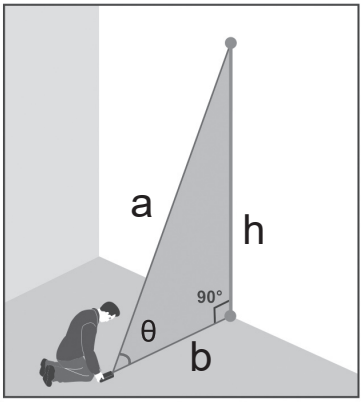

Figure 1
❶ Calculate height by measuring angle (as shown in Figure 1)
(Figure 1)
Step 1: Measure the area once (Figure 1);